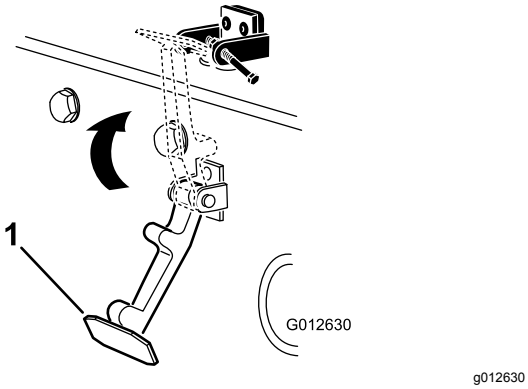

Figur 5
6. Hekt låsen på panserlåsbraketten (Figur 5).